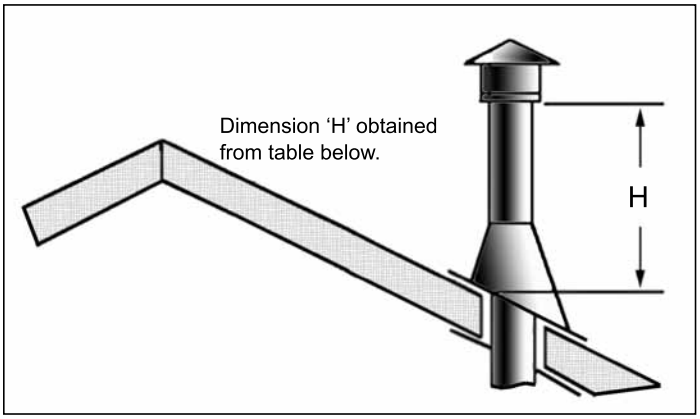

Figure 43: Height of Vertical Termination; Reference Table 8.
STEP 8. Continue to add pipe sections until the height of the vent cap meets the minimum code requirements. Refer to Figure 43 and Table 8. Note that for steep roof pitches, the vent height must be increased. In high wind conditions, nearby trees, adjoining roof lines, steep pitched roofs, and other similar factors can result in poor draft, or down drafting. In these cases, increasing the vent height may solve the problem.
STEP 9. Slip the storm collar over the pipe, and push it down to the top of the roof flashing as shown in Figure 43. Use the non-hardening sealant around the joint between the pipe and the storm collar.
Table 8: Minimum 'H' for Figure 43.